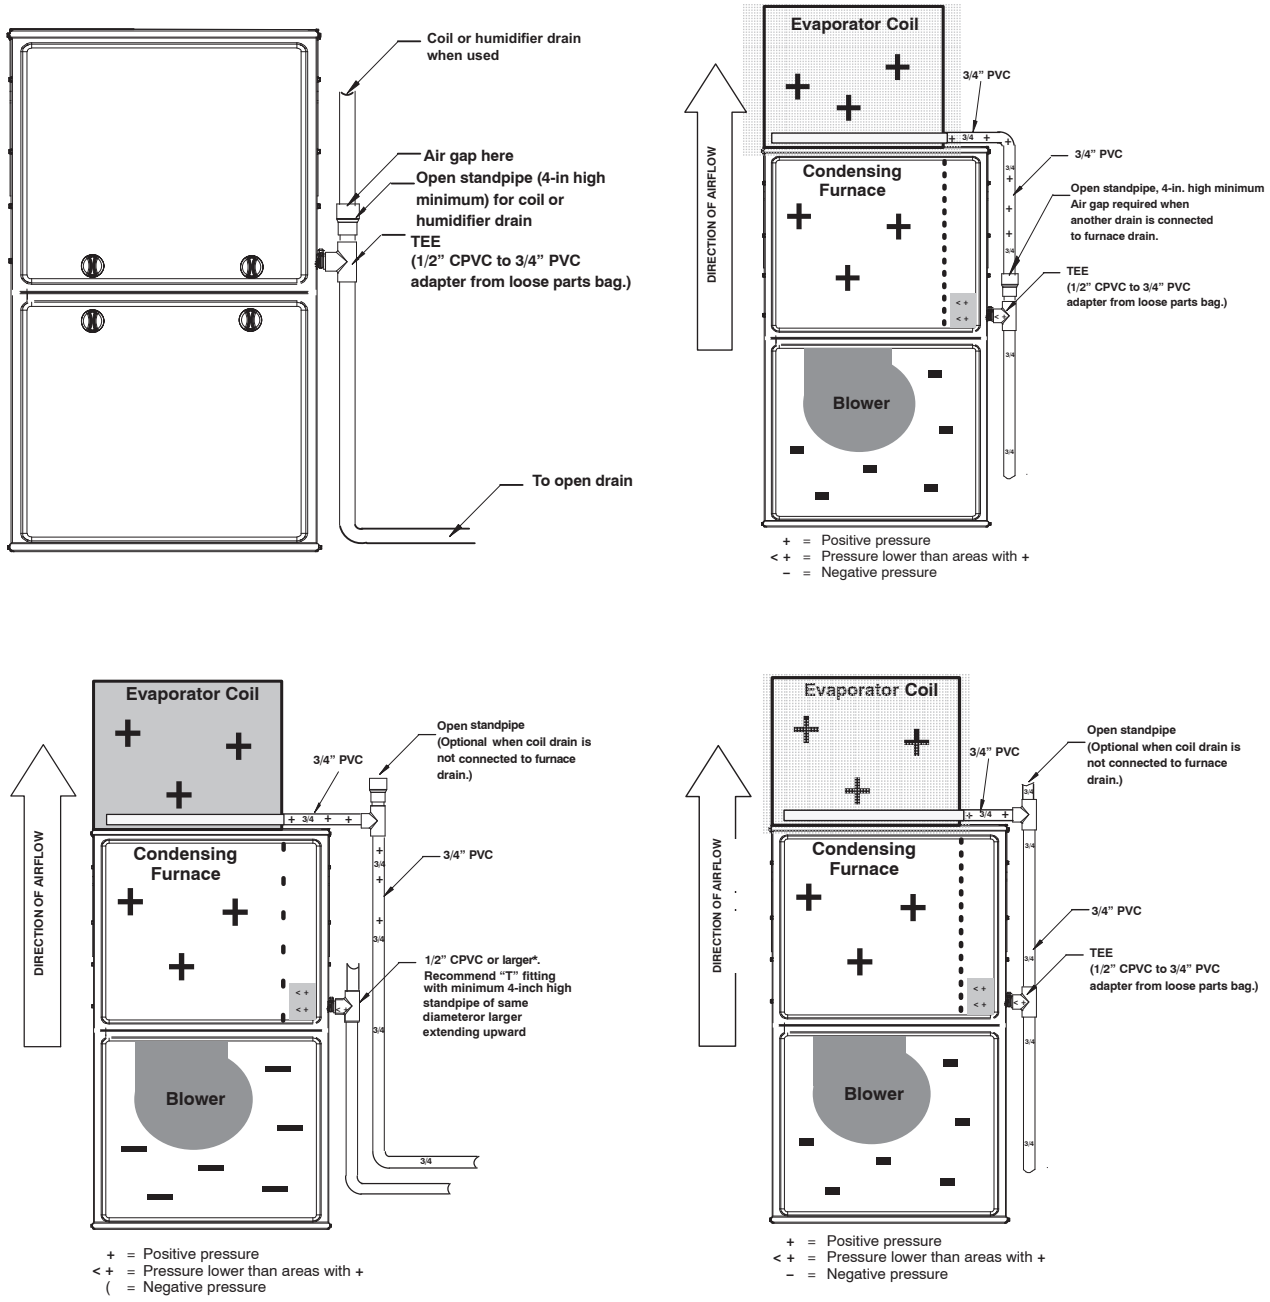

Fig. 18 - Example of Field Drain Attachment
c. All condensate piping is at least 3/4-in. PVC and there is a relief tee at the top of condensate drain piping as shown in Fig. 18.